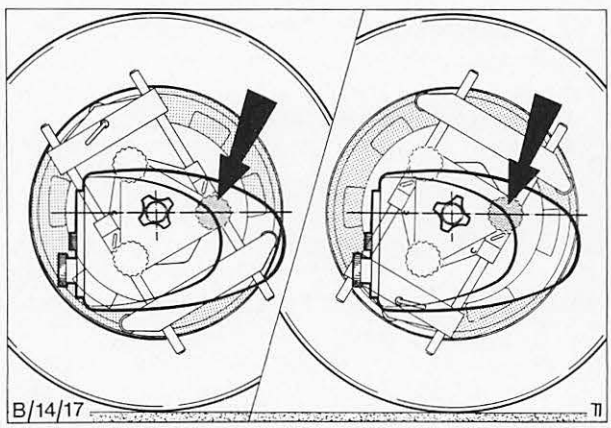

Abb. 56 A und B zeigen zwei mögliche Stellungen für die Ausgleichsschraube. Stets die Schraube benutzen, die am nächsten zur waagerechten Ebene liegt
4. Vorderrad anheben und Projektorhalter so einstellen, daß Felgenschlag ausgemittelt wird. Die Hebevorrichtung möglichst nahe beim Rad unter den Querlenker ansetzen. Felgenschlag ausmitteln, indem das Rad gedreht wird und die Bewegung des Projektorstrahles auf der Einstelltafel beobachtet wird. Das Rad in der Stellung mit dem größten Felgenschlag anhalten und den Projektorhalter durch Verdrehen der Ausgleichsschraube einstellen, die am nächsten zur waagerechten Ebene liegt, Abb. 56.